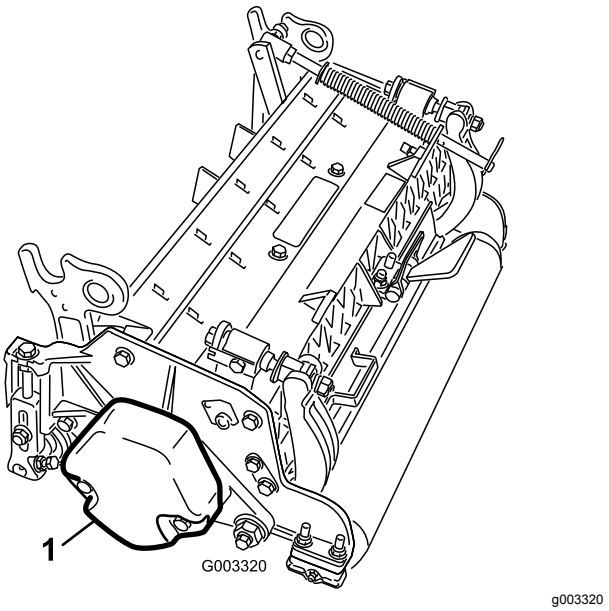

Figur 3
4. Sørg for, at kontravægten (Figur 3) er monteret i den rigtige ende af klippeenheden som beskrevet i *betjeningsvejledningen* til klippeenheden.